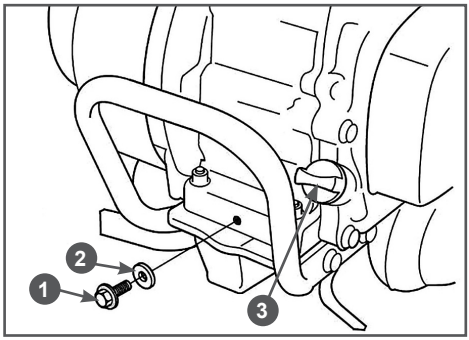

Рис. 30 Замена масла в двигателе
(1) Техническое обслуживание должно осуществляться более часто, при работе в пыльных условиях.
(2) Данный вид работ необходимо выполнять в авторизованном сервисном центре.
6. Открутите пробку 1 для слива масла и слейте отработанное масло в подготовленную для этого емкость (Рис. 30).